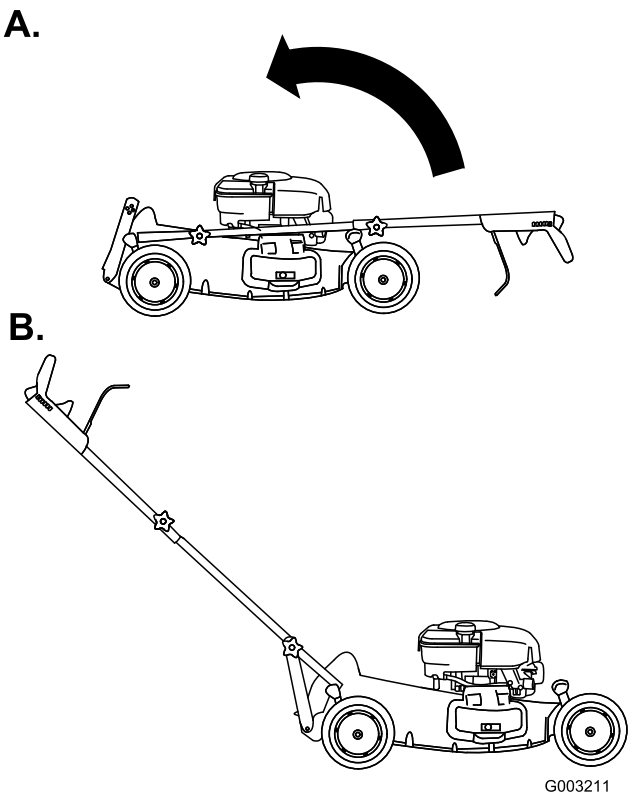

Figur 5
4. För handtaget bakåt (Figur 5).